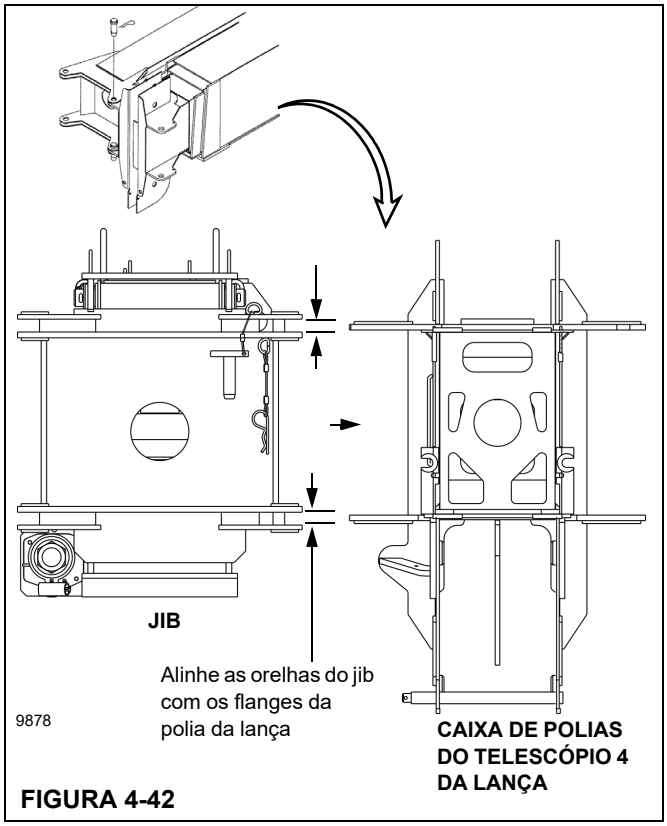

FIGURA 4-42
10. Estenda e retraia a lança para assegurar o alinhamento adequado das orelhas do jib. As orelhas da lança devem estar alinhadas com os flanges do jib da lança (Figura 4-42).